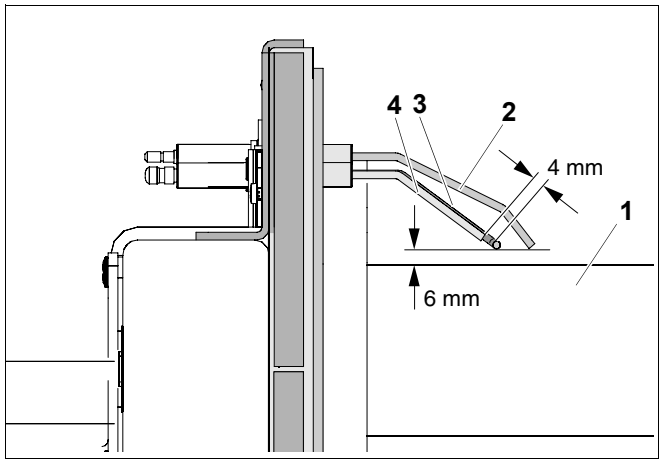

Rys. 56 Sprawdzenie ustawienia elektrod (wymiary w mm)
- Zmierzyć odstępy między elektrodami zgodnie z ➔ rys. 56 i ewentualnie skorygować.
- Tak wyregulować uchwyt elektrod, aby pasował do miejsc włożenia elektrod ➔ rys. 56.